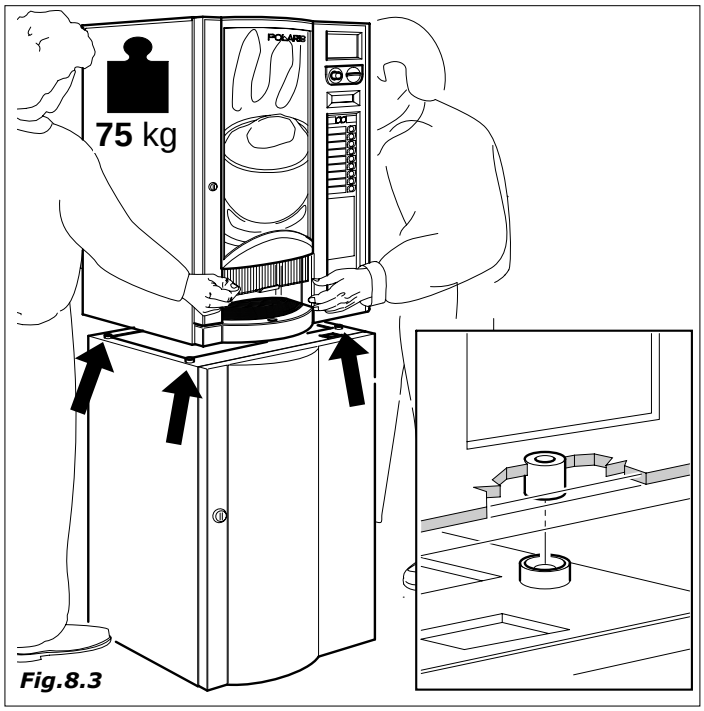

Fig.8.3
- sobrepor o distribuidor e por em correspondencia os 4 cunhos roscados com as 4 bússolas de centragem (*Fig. 8.3*)